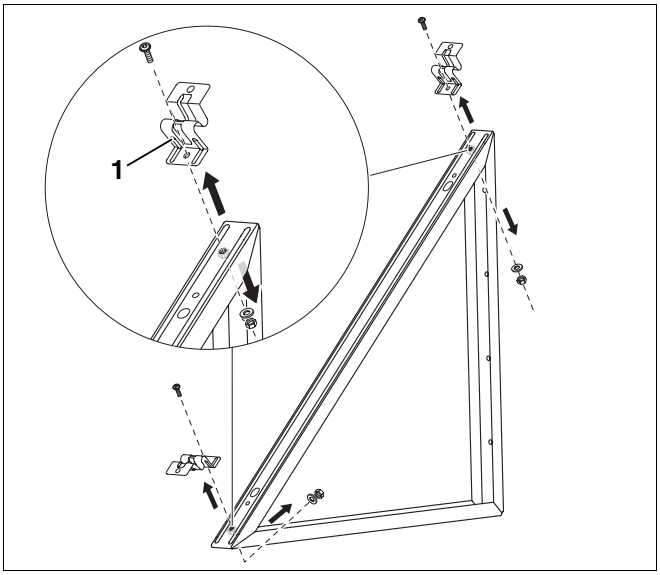

Afb. 45 Collectorhouders losschroeven
- Schroef de collectorhouders (afb. 45, **pos. 1**) van de collectorsteunen los, om de lange U-rails te kunnen monteren.